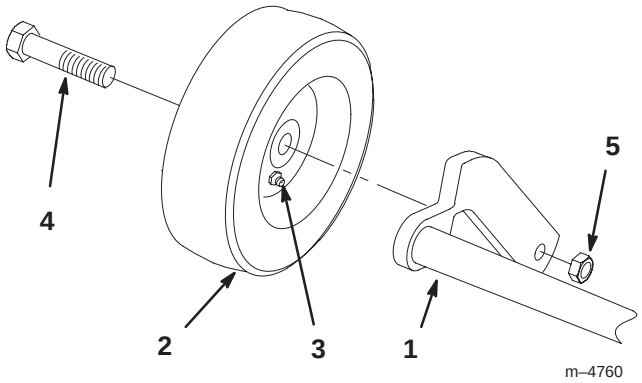

Figure 1
1. Fixer les roues de jauge à l’extérieur des bras de l’ensemble porteur arrière. Le graisseur des roues doit être tourné vers l’intérieur (Fig. 1).
2. Fixer les roues à l’aide d’un boulon à embase et d’un écrou de 9,5 mm (3/8”) à insert de frein interne (Fig. 1).